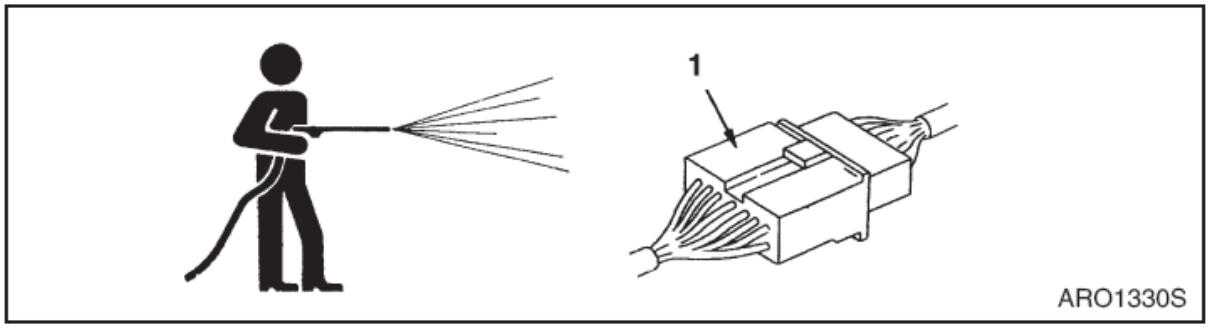

Рис.32
- Не допускайте попадания воды на электронные компоненты (датчики, разъемы) (1, рис. 32). Попадание воды в электрическую систему ведет к аварии или неисправностям.